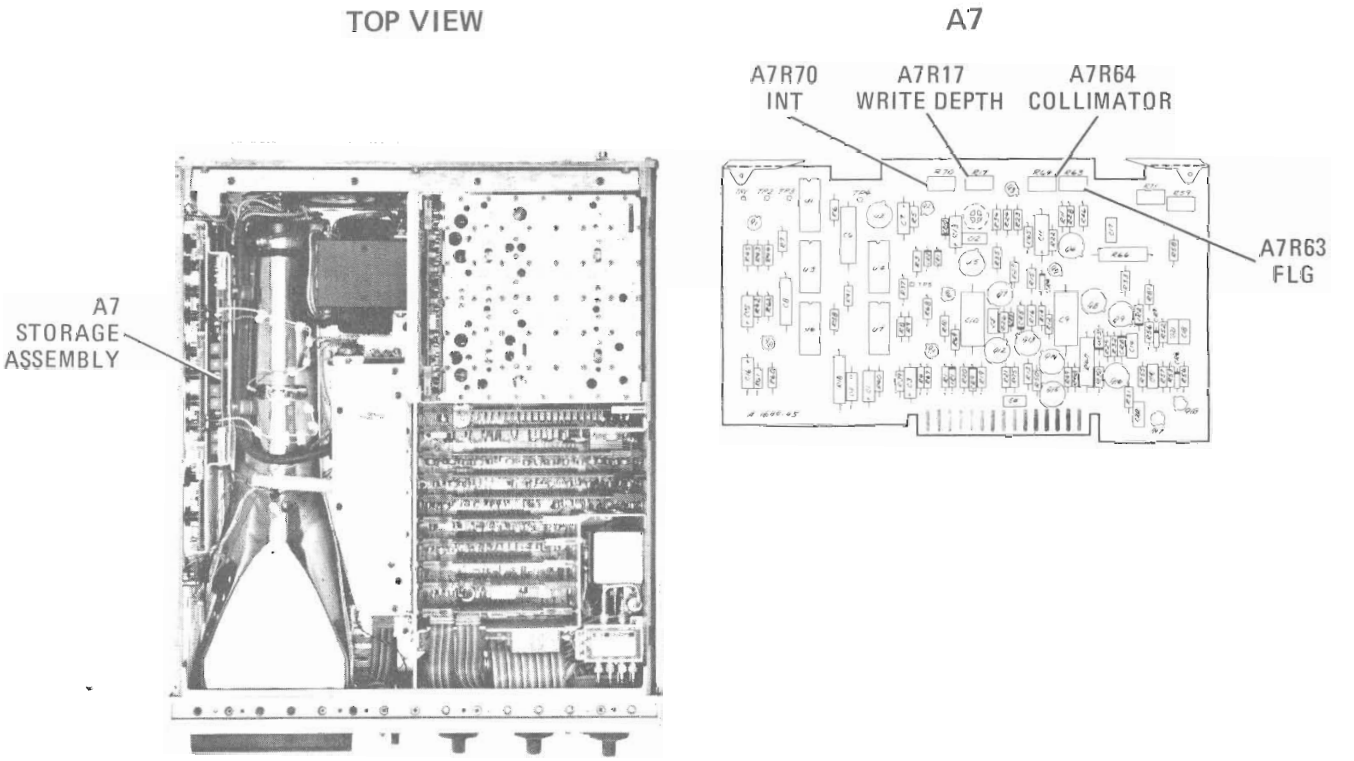
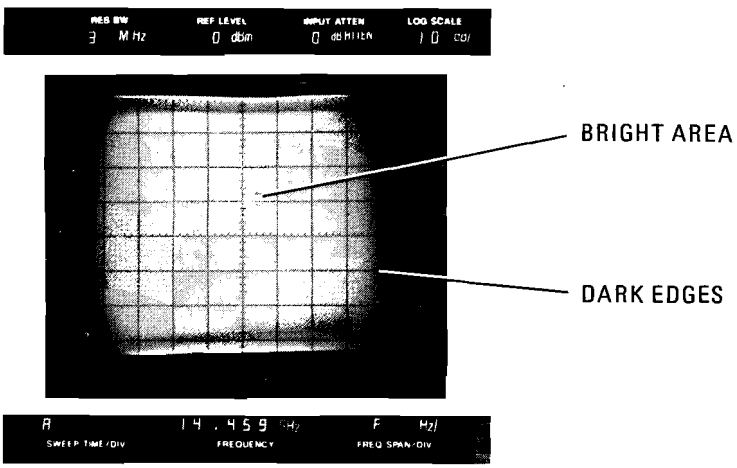

Figure 5-12. Storage Assembly Adjustment Locations
Figure 5-13. Overcollimated CRT Display
e. Set A7R64 COLLIMATOR adjustment (Figure 5-12) for an overcollimated CRT display as shown in Figure 5-13 (bright green center area with dark edges.)
f. Set A7R63 FLG (Flood Gun Grid) (Figure 5-12) fully counterclockwise.
h. Slowly adjust A7R64 COLLIMATOR (Figure 5-12) clockwise until bright green area just fills CRT screen.
k. Set A7R17 WRITE DEPTH (Figure 5-12) fully clockwise. Press and release front panel ERASE pushbutton; note that CRT screen remains bright green.
o. Adjust A7R103 INT (Figure 5-12) for a CRT display of approximately same intensity with the PERSIST control set either fully clockwise or fully counterclockwise.